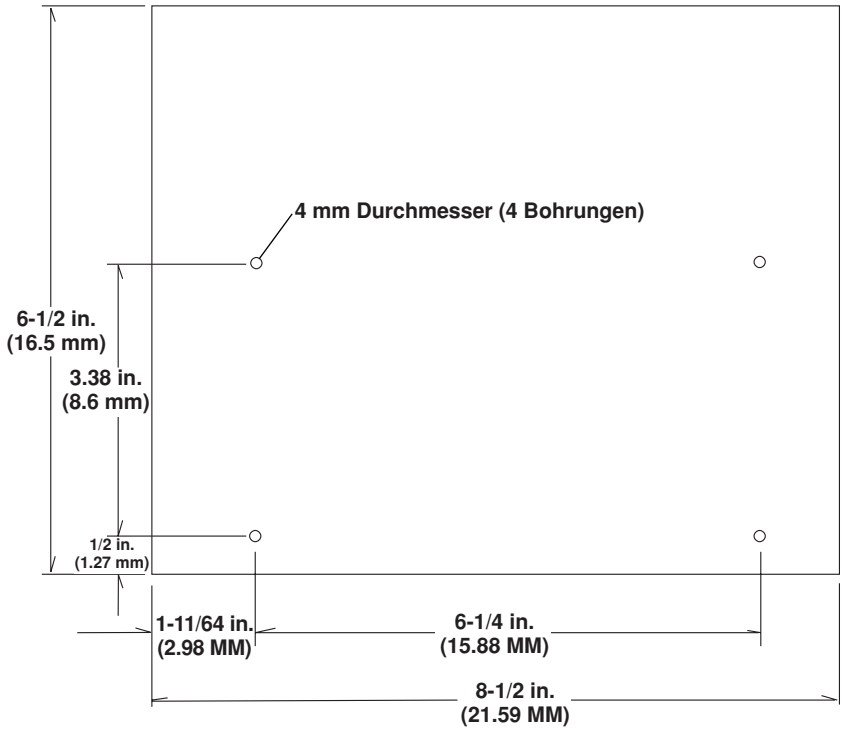

Abbildung e-1 Strom-Fernsteuerung Montageabmessungen
1. Stromfernsteller leicht erreichbar montieren. Zur festen Stromfernsteller-Montage siehe Abbildung e-1.